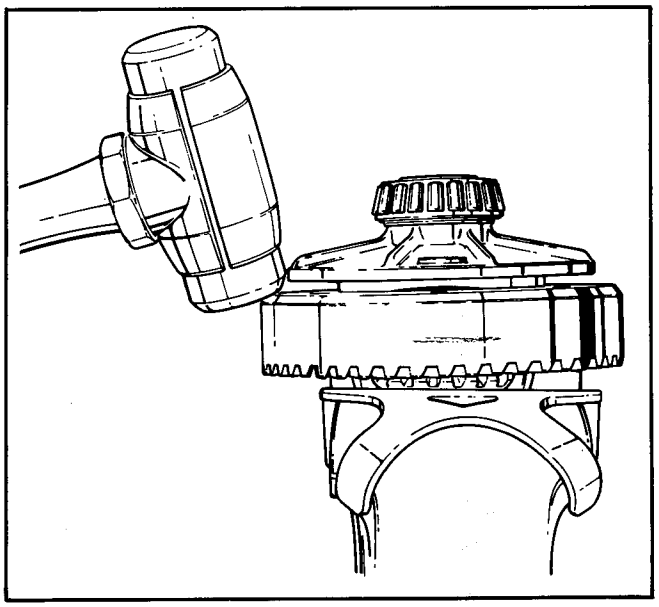

Figure 26 – Removing Ring Gear
k. Remove bolts (12) from ring gear (13).
l. Use a soft hammer to tap ring gear from differential case, Figure 26. Be careful not to damage ring gear teeth.